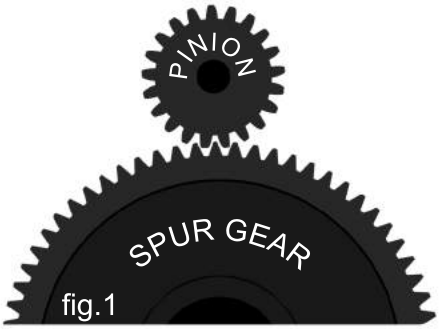
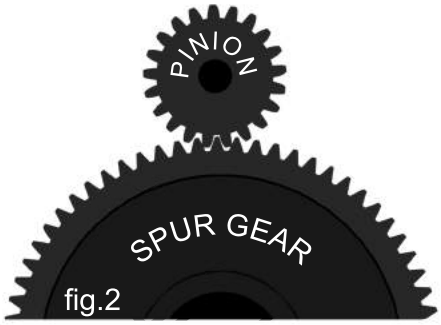
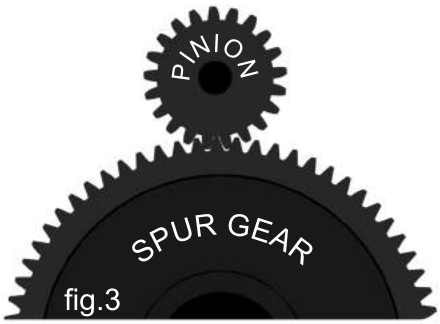

fig.1
fig.2
fig.3
5. Check for movement between the two gears (fig.1) (fig.2) (fig.3) and tighten the motor mount screws completely. Alternate between screws as tightening.
See (fig.1) (fig.2) (fig.3) below.
There is too much movement between the two gears. (fig.1)
TEST: Hold the pinion gear completely still. Place a finger nail on the spur gear and try to rock it back and forth. There should be a very small (almost no) amount of movement in the spur gear. (fig.2)
There is no movement between the pinion and spur gear. (fig.3)